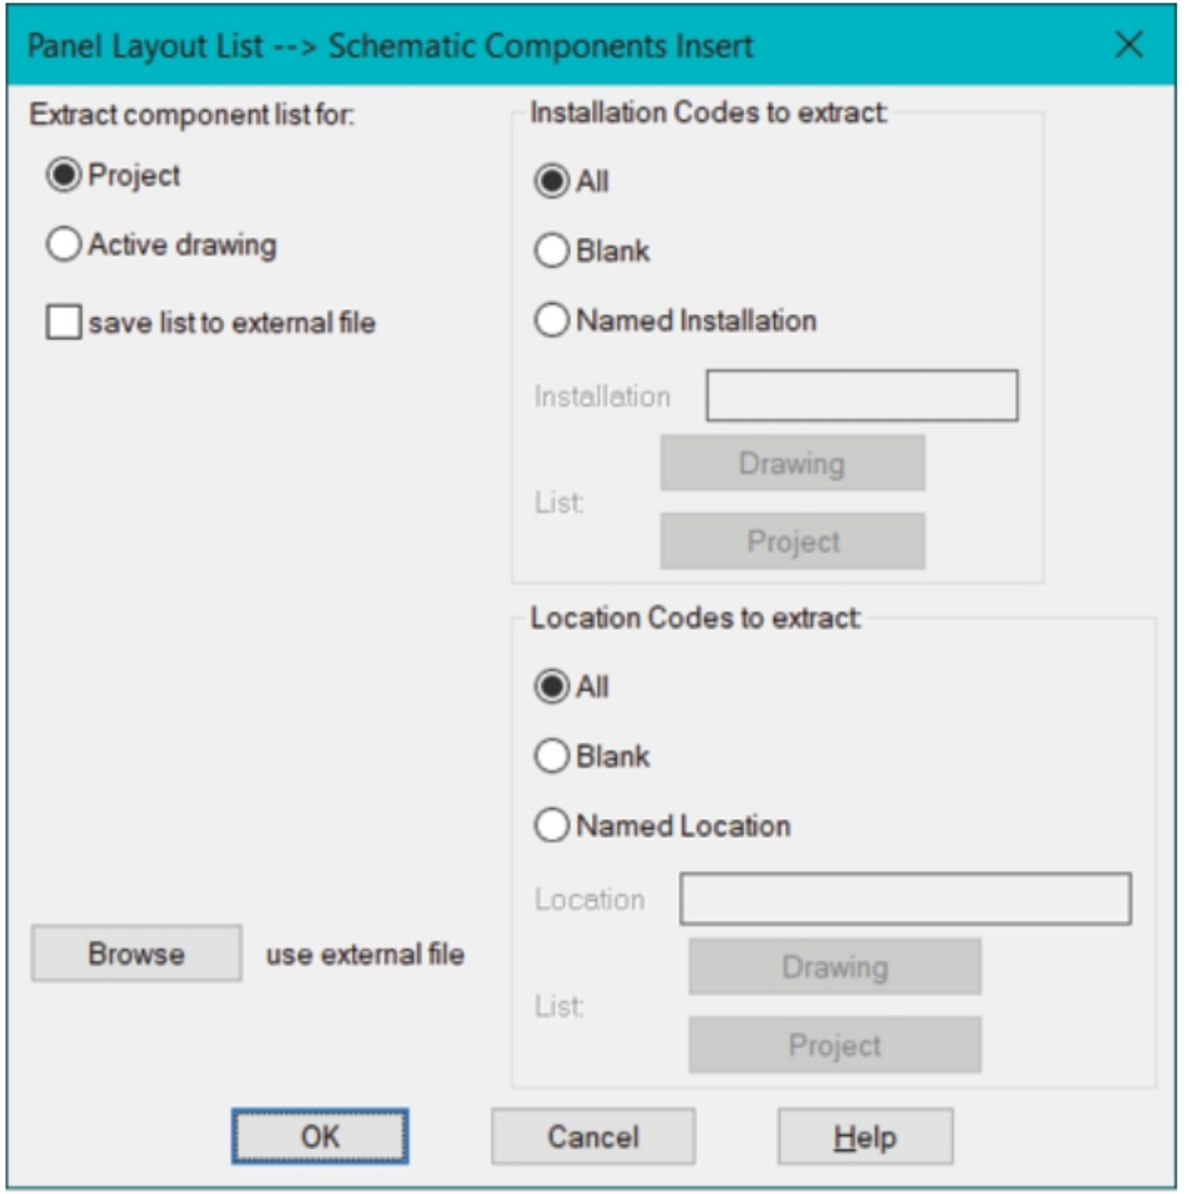

Figure-40. Panel Layout List dialog box
- Click on the **Panel List** tool from the **Component** drop-down. The **Panel Layout List** dialog box will be displayed as shown in Figure-40.